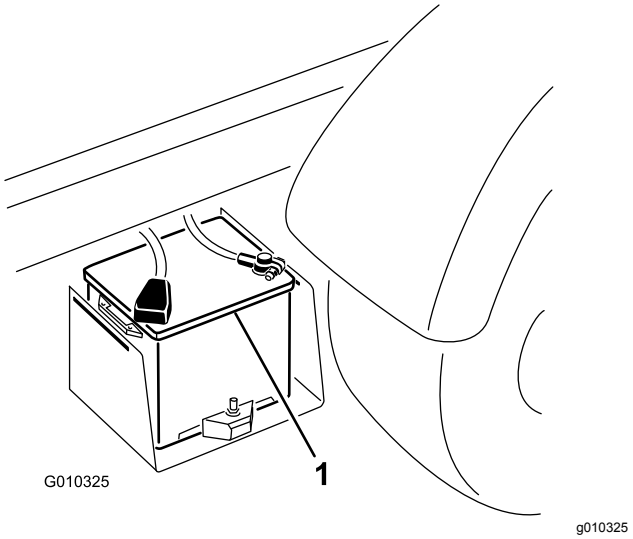

Figur 52
2. Forbind et startkabel mellem pluspolerne på de to batterier (Figur 52).